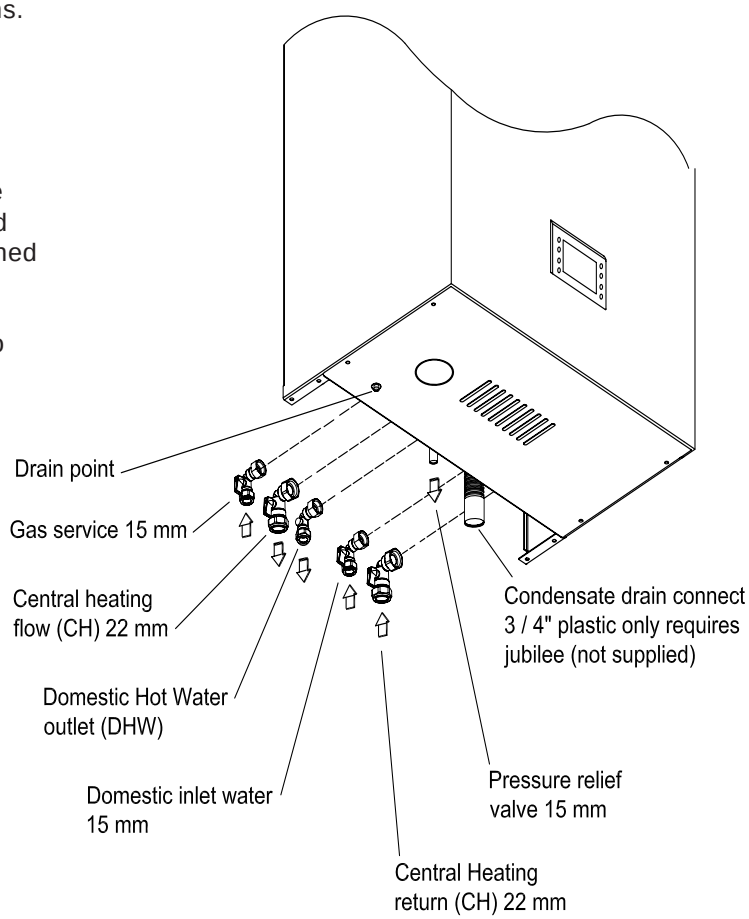

Fig.29
Remove plastic caps from boiler connection and fit valves as per fig. 29 using the washers provided.
5.21 GAS CONNECTION (Fig. 29)
5.22 CENTRAL HEATING CONNECTION (Fig. 29)
5.23 DOMESTIC HOT WATER CONNECTION (Fig. 29)
The condensate drain connection is a flexible 3/4” pipe and is therefore adjustable Fig. 29.